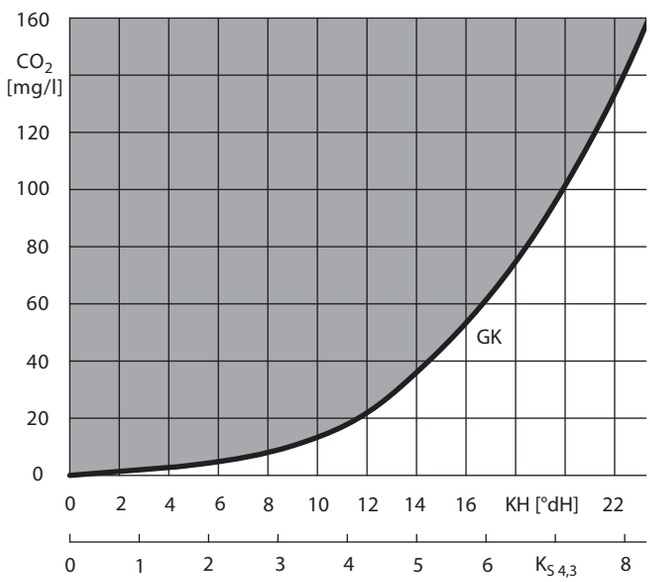

Abb. 2: Chemische Stabilität der abgeschiedenen Schutzschicht gegenüber der anwesenden Kohlensäure
- Chemische Stabilität der abgeschiedenen Schutzschicht gegenüber der anwesenden Kohlensäure gem. Abb. 2. Hauptparameter: freier CO_2-Gehalt und Karbonathärte bzw. Säurekapazität $K_{S\,4,3}$ (der aggressive Bereich entspricht dem freien, nicht zugehörigen CO_2-Gehalt).